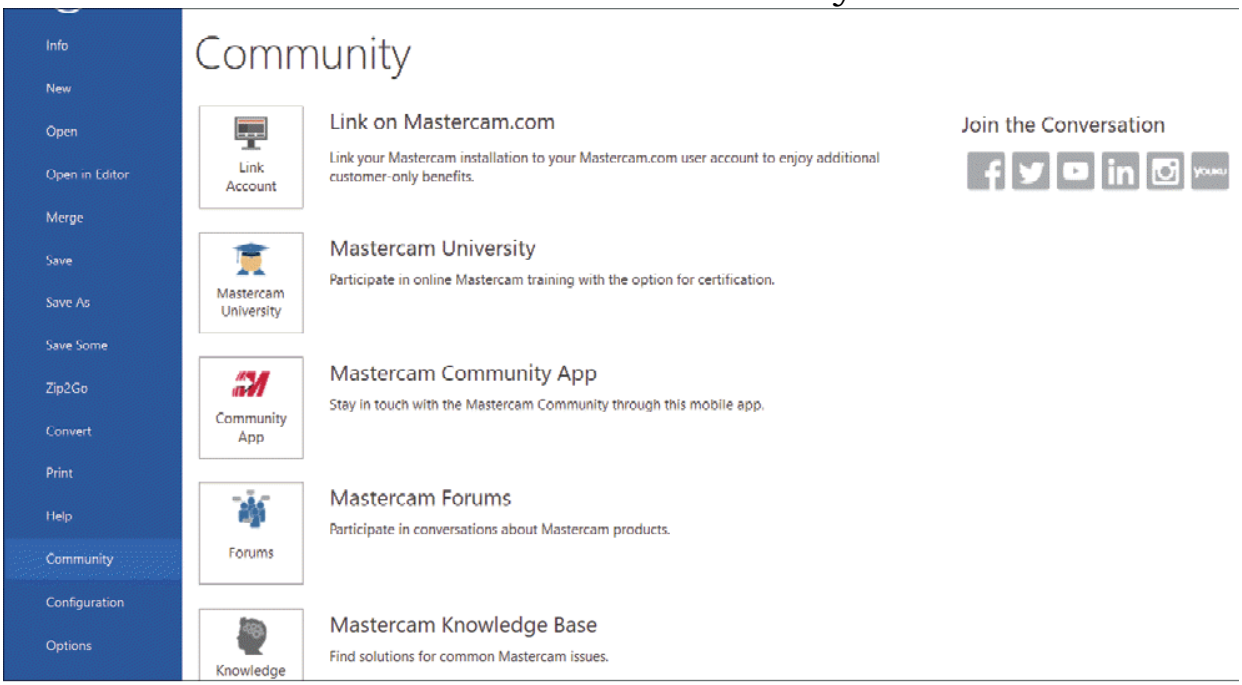

Figure-73. Community cascading menu
- Click on the **Community** menu to access community of Mastercam users for sharing knowledge; refer to Figure-73. You can also access Mastercam university for certification.